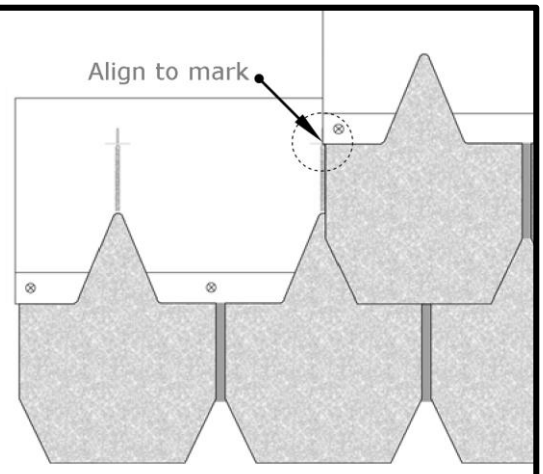

FIGURE 9 - Shingle Alignment
- Install with a ***1.5-tab offset*** by placing the edge of the shingle on the alignment mark. See **Figure 9**.